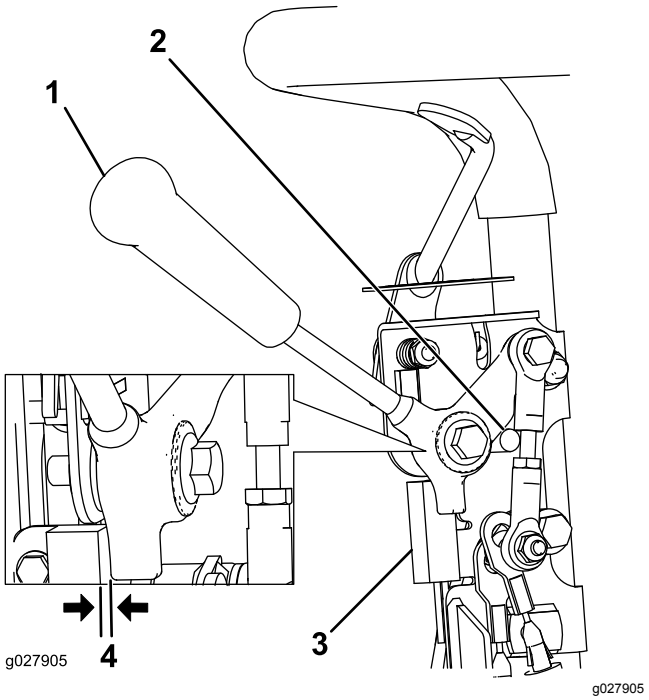

Figur 36
1. Sørg for, at motoren er slukket, og at traktionshåndtaget er udkoblet og har kontakt med neutralstoppet (Figur 36).
2. Løsn sikkerhedskontaktens fastgørelsesanordninger (Figur 36).
3. Placer et 0,8 mm tykt afstandsstykke mellem traktionshåndtaget og sikkerhedskontakten (Figur 36).